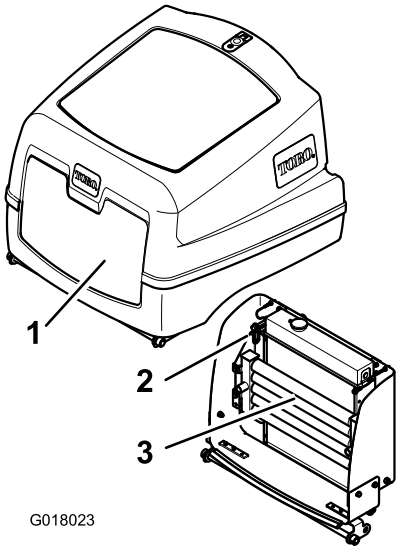

**Figuur 48**
4. Maak de vergrendeling los en open de motorkap (Figuur 48).